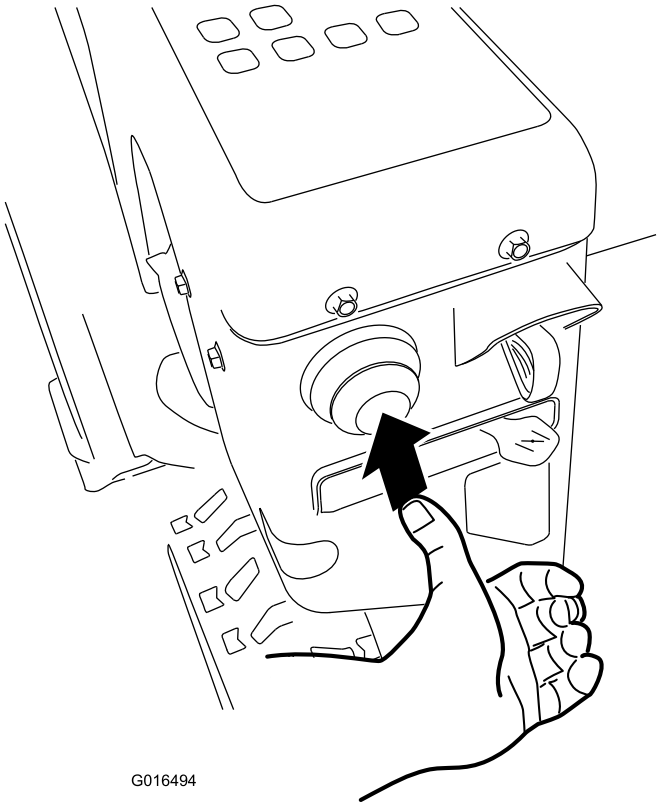

Figur 27
4. Trykk inn primeren bestemt tre ganger med tommelen. Hver gang holder du primeren inne i ett sekund før du slipper den (Figur 27).